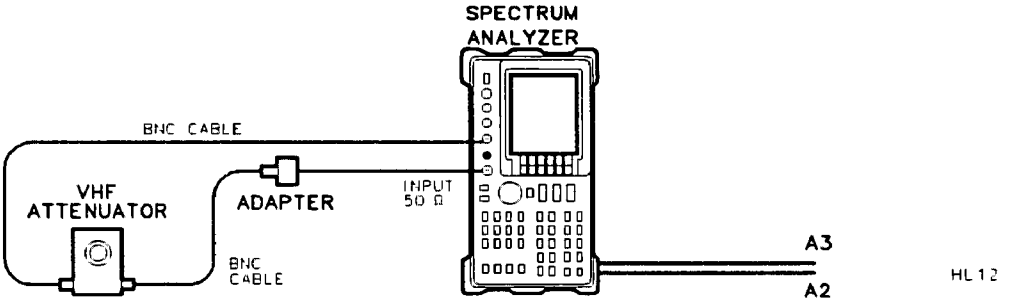

Figure 2-2. Display Adjustment Setup
1. Set the analyzer's (LINE) switch OFF. Remove the analyzer's cover and fold out the A2 Controller and A3 Interface assemblies as illustrated in Figure 2-2. Connect the CAL OUTPUT to the INPUT.
24. Press (PRESET) on the analyzer, and connect the equipment as shown in Figure 2-2. Set the analyzer's controls as follows: